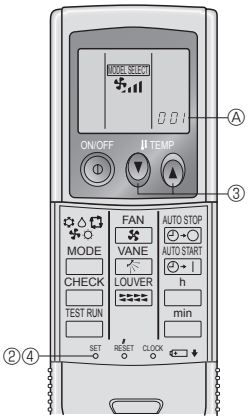

Fig. 6-3
2) Setting (Fig. 6-3)
① Insert batteries.
② Press the SET button with something sharp at the end.